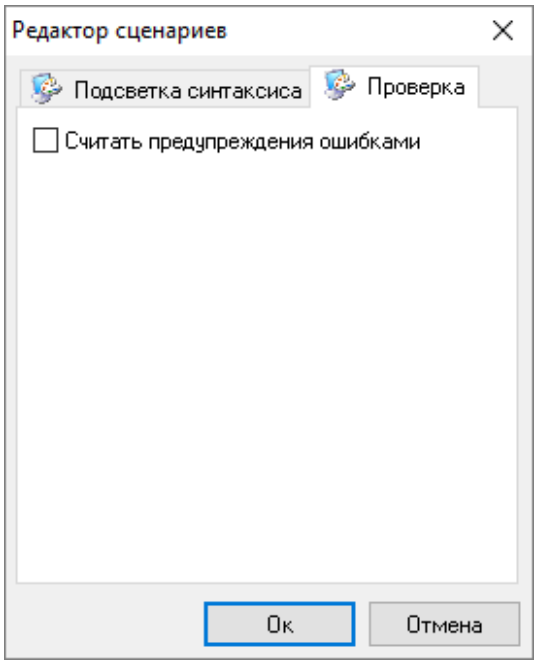

Рисунок 6-605 Редактор сценариев, вкладка "Проверка"
- на вкладке ***«Проверка»*** (см. Рисунок 6-605) установкой или снятием соответствующего слева от признака «Считать предупреждения ошибками» может быть включено или выключено отображение предупреждений как ошибок при проверке программного кода сценария управления (см. п. 6.3.5.1.2.2.2).